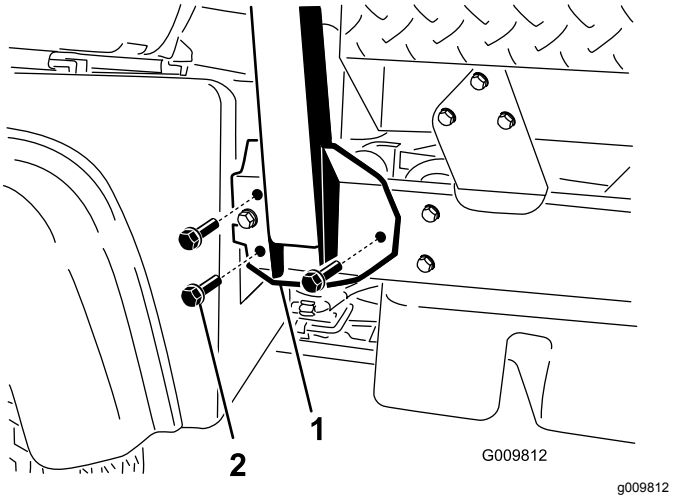

Rysunek 4
1. Dopasuj każdą stronę ROPS do otworów montażowych w ramie z każdej strony maszyny w sposób pokazany na Rysunek 4.